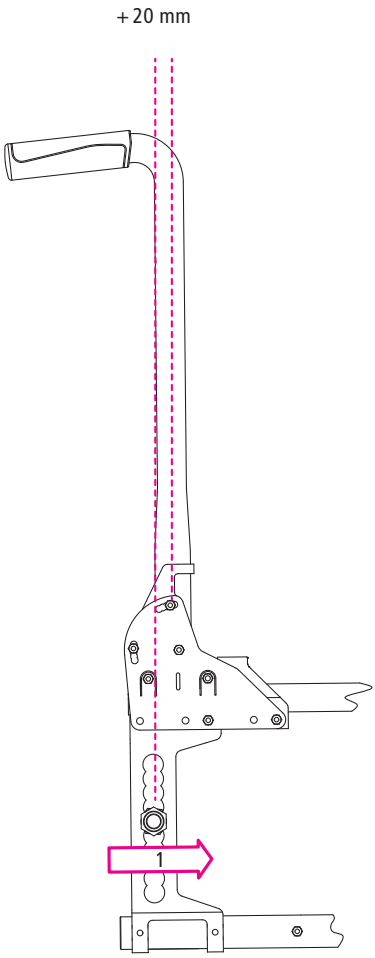

afb. 48
1. De adapterplaat wordt naar voren of naar achteren verschoven om de positie van het achterwiel te variëren (1, afb. 48).